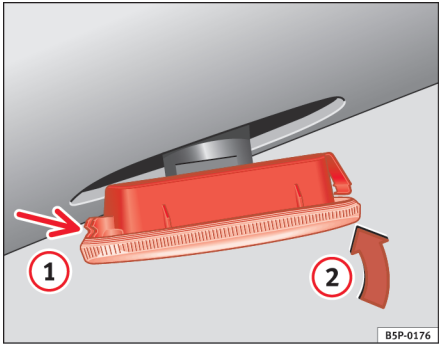

Fig. 154 Blinklygte i siden
– Sæt først blinklygten ind i karrosseriåbningen ved at få holdeelementerne (1) ⇒ fig. 154 til at gå i hak, og sæt derefter blinklygten ind i pilens retning (2) ⇒ fig. 154. ■